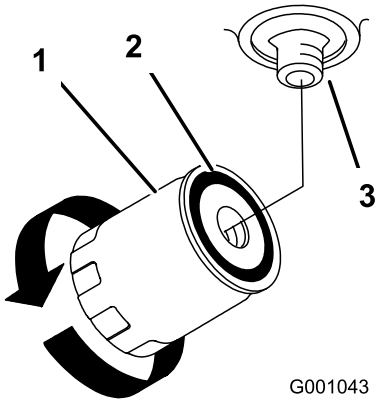

**Figuur 72**
7. Smeer een dun laagje hydraulische vloeistof op de rubberen pakking van het nieuwe filter (Figuur 72).
9. Vul de hydraulische tank met hydraulische vloeistof totdat de vloeistof over het filter stroomt. Draai vervolgens het oliefilter rechtsom totdat de rubberen pakking contact maakt met het filtertussenstuk. Draai het filter daarna met de hand nog een extra 1/2 slag vast (Figuur 72).